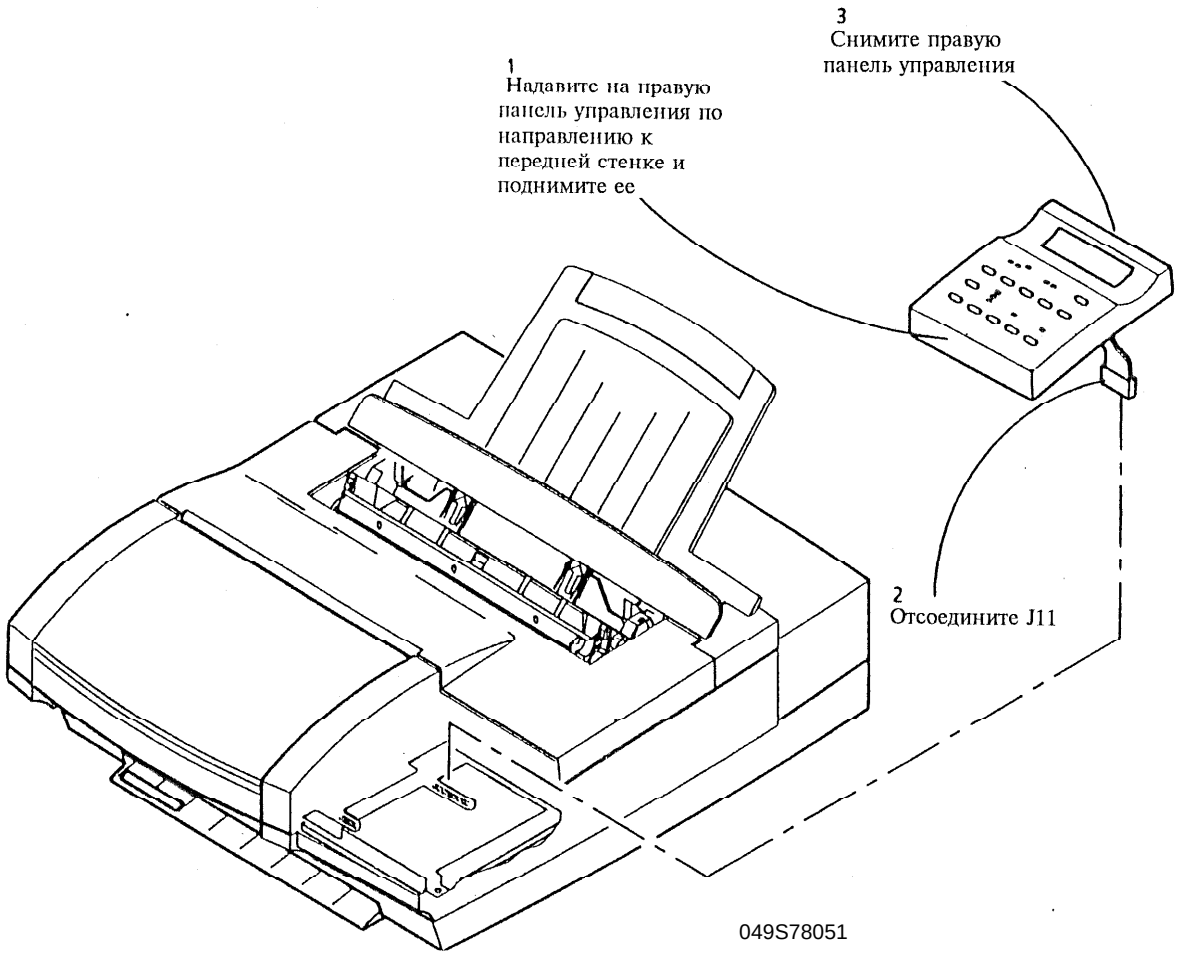

Рис. 1 Снятие правой панели управления
2. (Рис. 1):Снимите правую панель управления.